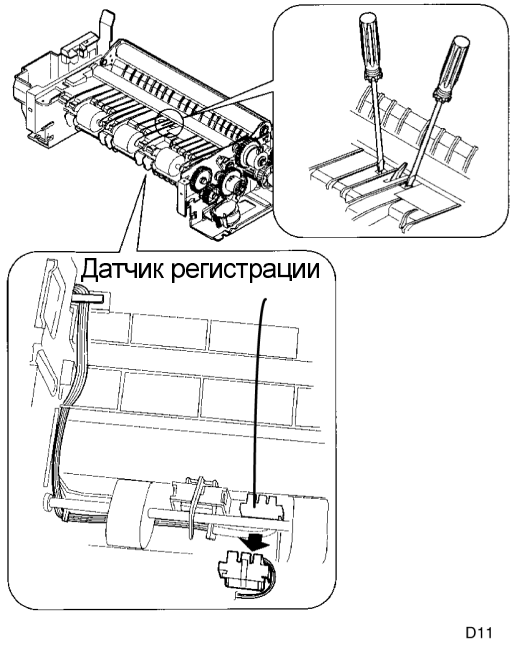

Рисунок 1. Снятие датчика регистрации
2. (Рисунок 1): Отсоедините и осторожно снимите датчик регистрации.